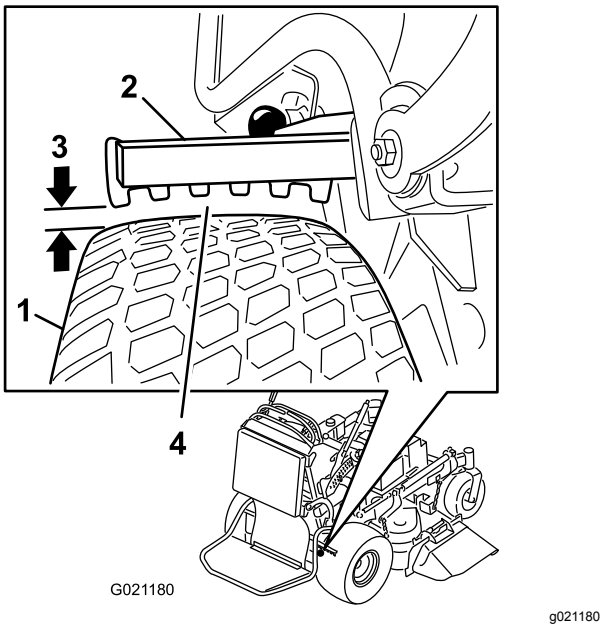

Rysunek 62
6. Używając strony z najmniejszym odstępem upewnij się, że odległość wynosi między 3 a 6 mm jak pokazano na Rysunek 62), w razie potrzeby wykonania regulacji patrz Regulacja hamulców (Strona 50).
5. Wyreguluj jarzmo (Rysunek 62).